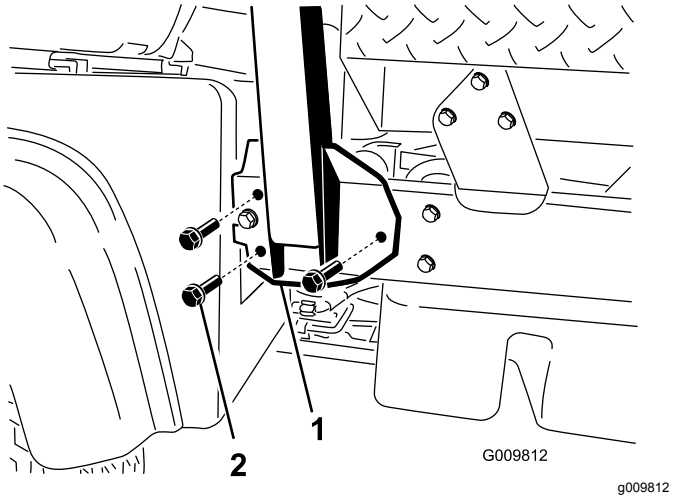

图6
2. 将翻车保护杆的两侧与机器机架两侧中的安装孔对齐图6。
3. 在每侧各用 3 个凸缘头螺栓½ x 1¼ 英寸将翻车保护杆安装支架固定到机器框架上图6。